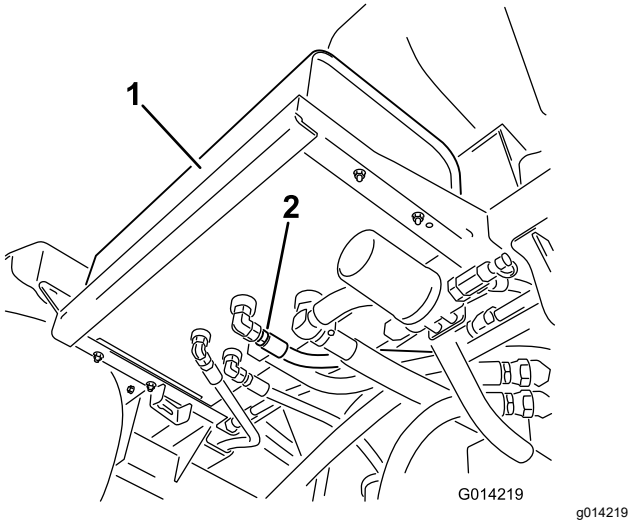

Figura 111
2. Limpie la zona alrededor del acoplamiento de uno de los manguitos hidráulicos, en la parte inferior del depósito de fluido hidráulico (Figura 111).
4. Retire el acoplamiento de manguera del depósito y deje fluir el fluido al recipiente (Figura 111).